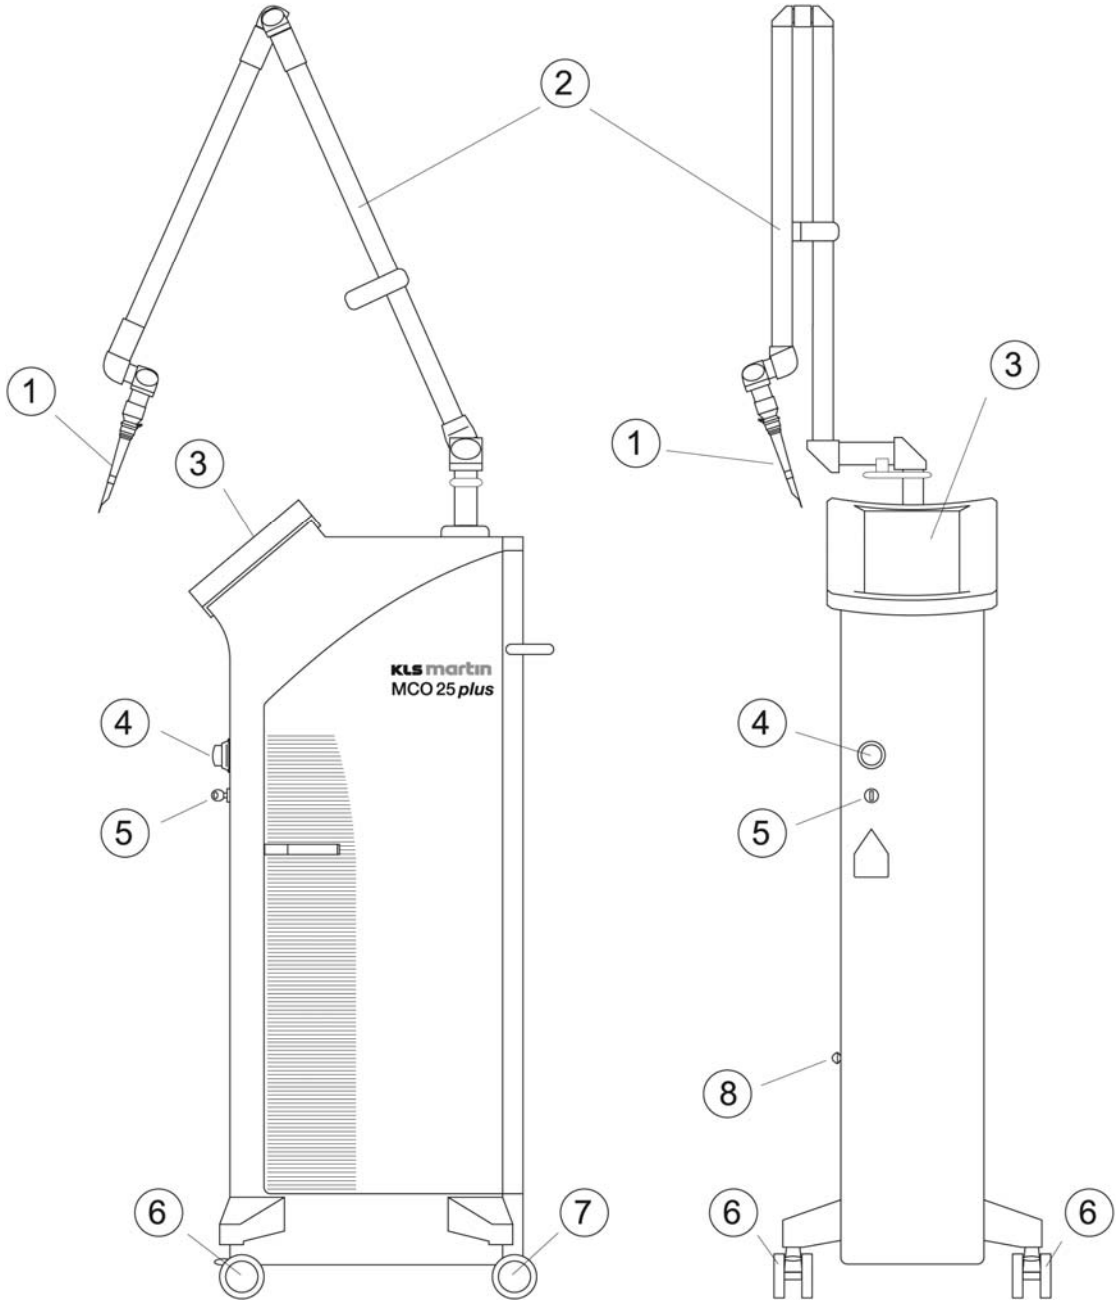

Fig. 3.1 *Version standard KLS Martin* ***MCO25plus***
La fig. 3.1 illustre l'appareil. Ne pesant que 57 kg, l'appareil au laser peut être déplacé sans problème sur les roulettes.
- L'interrupteur d'arrêt d'urgence rouge (4, fig. 3.1) ne doit pas être enfoncé. Dans le cas contraire, déverrouiller l'interrupteur d'arrêt d'urgence. Pour ce faire, tourner la partie rouge de l'interrupteur d'arrêt d'urgence vers la droite ou la gauche jusqu'à ce que le mécanisme de verrouillage se déverrouille et que l'interrupteur rouge sorte en sautant vers l'avant (fig. 5.9).
- Insérer la clé dans le commutateur à clé sur l'avant de l'appareil (5, fig. 3.1).